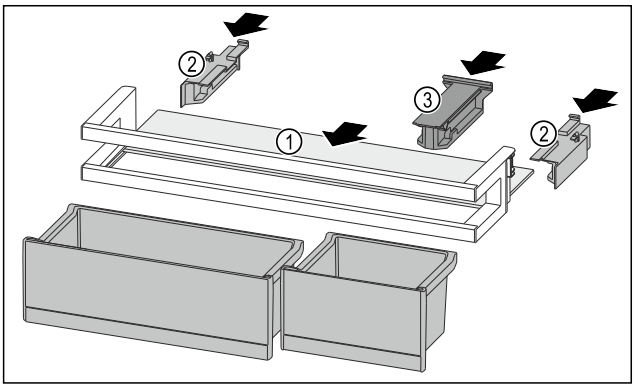

Fig. 236
▶ Push the shelf *Fig. 236 (1)* into the side recesses.
▶ Insert the side parts *Fig. 236 (2)*.
▶ Insert the holding part *Fig. 236 (3)*.